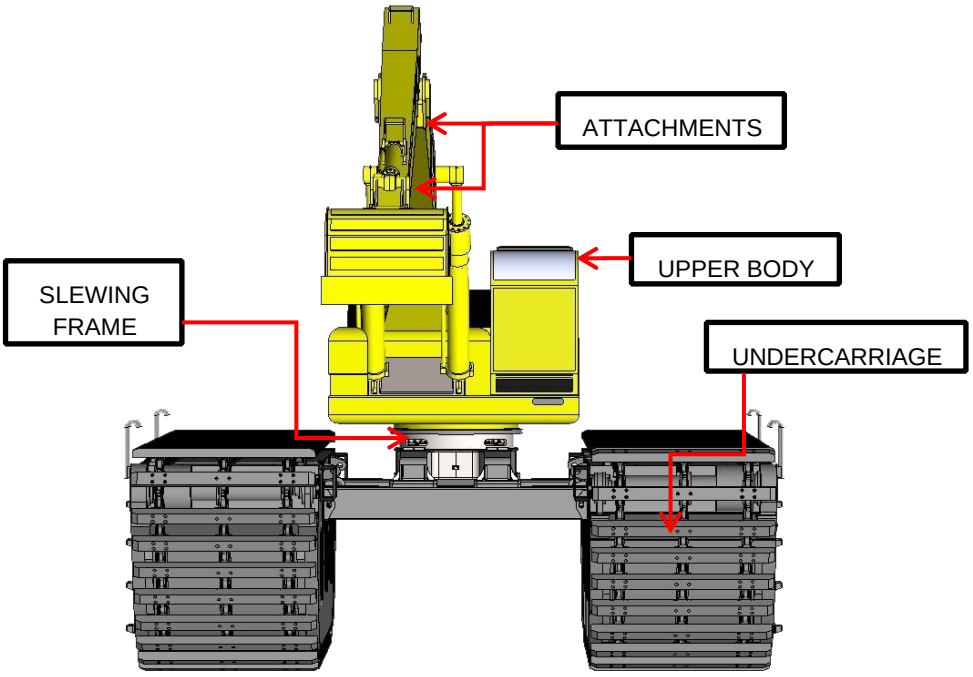

***Figure 6.7***
6. Install the excavator's upper body and attachments by referring to the manual and guidelines provided by the upper body manufacturer. Check the alignment of both the upper body swivel flange and the slewing frame flange, and tighten all the bolts thereafter. Refer to Figure 6.7.